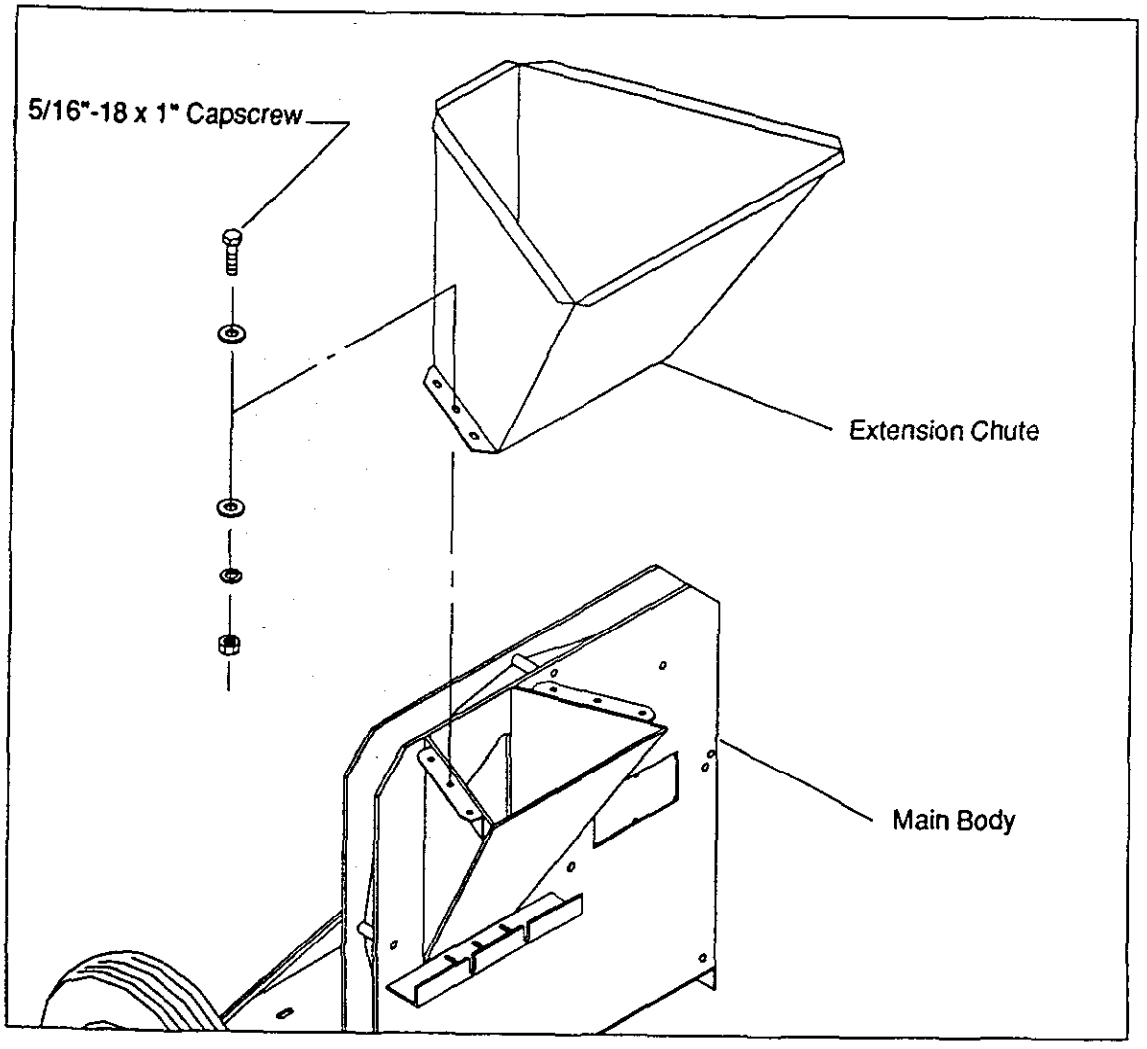

Figure 1
ATTACH EXTENSION CHUTE (Fig. 1)
3. Place the chute on the chipper and attach with 5/16" x 1" bolts as shown in Fig. 1.